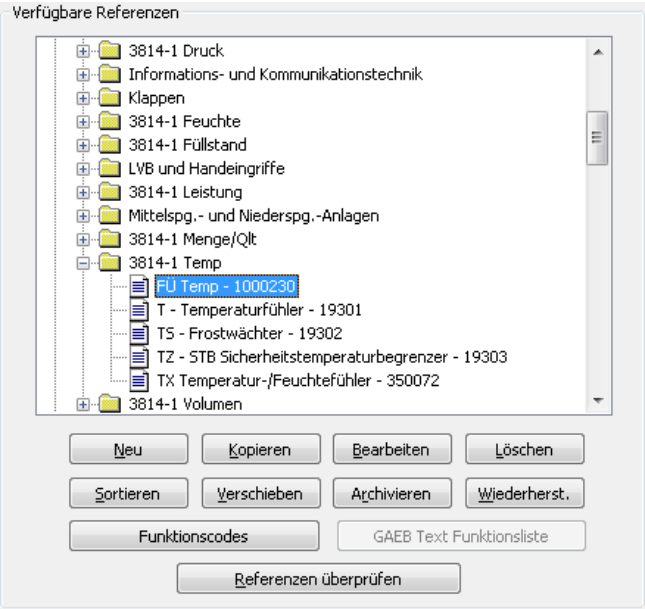

Bild 32.25 – Das neue Referenzobjekt wurde eingefügt. Die Referenznummer wurde automatisch hinzugefügt.
- Wenn Sie alles konfiguriert haben, bestätigen Sie auch dieses Dialogfeld. Das neue Objekt wird in der Seite mit neuer Referenznummer angezeigt (Abb. 32.25).